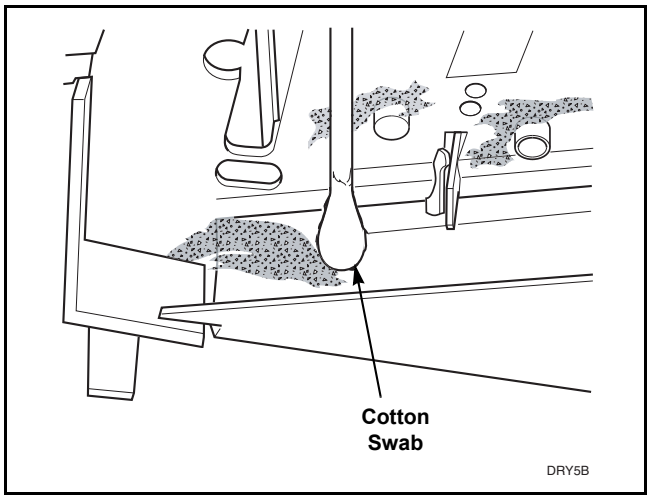

Figure 14
h. Check coin path in coin drop for lint and residue. If lint or light residues are present, use a cotton swab to remove. If heavy residue is present, it may be necessary to first scrape off excessive residue and then use a cotton swab dipped in water or isopropyl alcohol (rubbing alcohol) to remove remainder of residue. Refer to *Figure 14*.